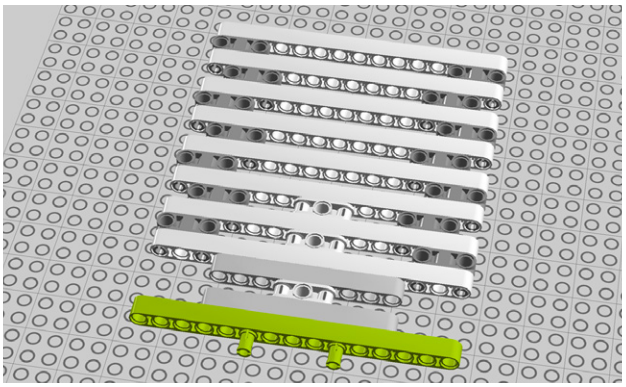

Figure 8-14. *Step 9: Securing a 15M beam with two 3M connector pegs*
9. Add another 15M beam and secure it with two 3M connector pegs as you see in Figure 8-14).